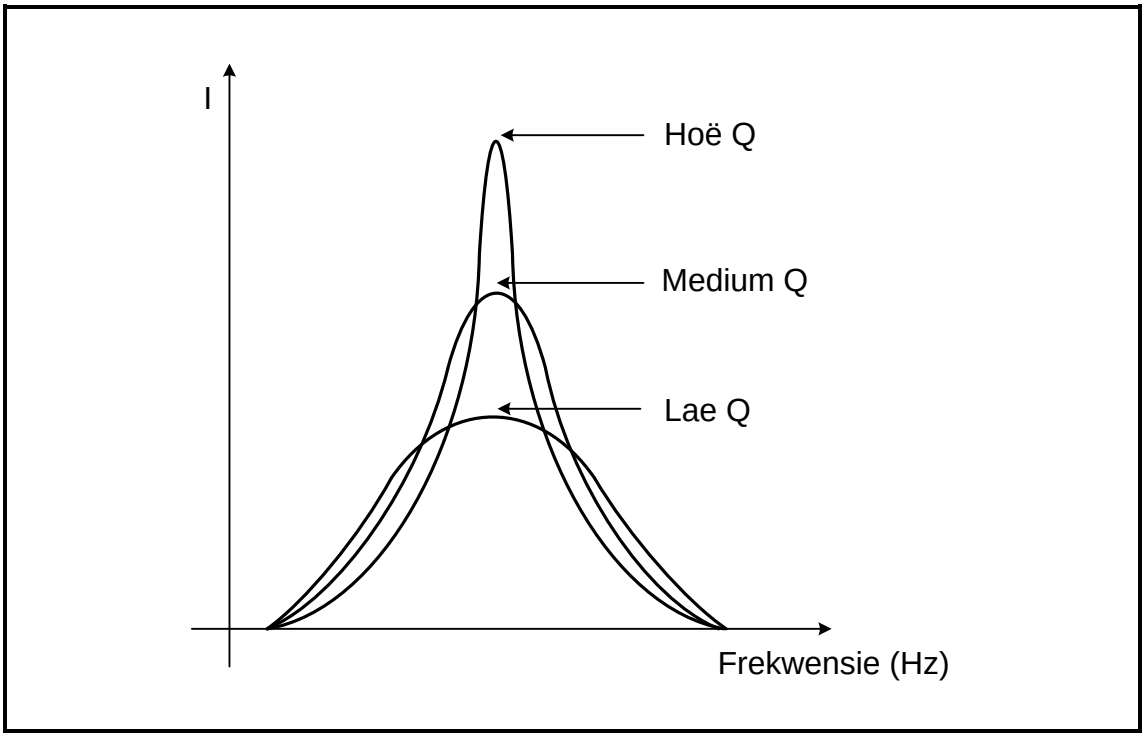

FIGUUR 2.6: FREKWENSIEWEERGAWEKENKROMME
2.6 Verwys na FIGUUR 2.6 hieronder en beantwoord die vrae wat volg.
2.6.4 Beskryf wat met die selektiwiteit- en banddeurlaatfrekwensies gebeur soos wat die Q-faktor in FIGUUR 2.6 verlaag word. (2)